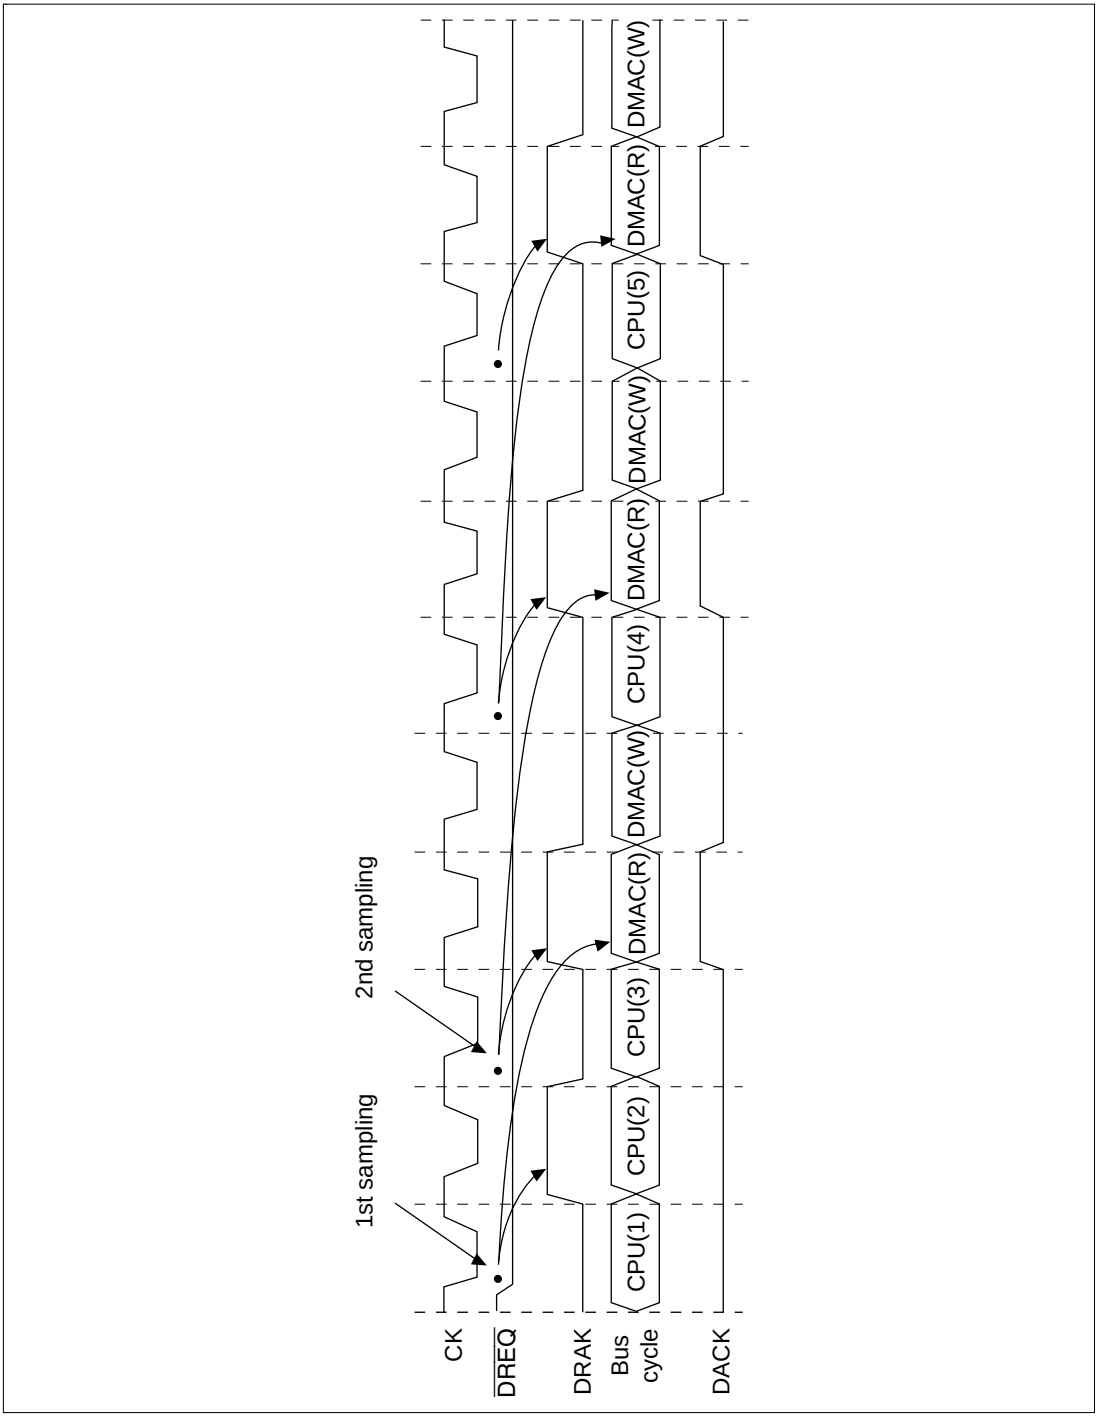

Figure 11.15 Cycle Steal, Dual Address, and Level Detection (Fastest Operation)
For example, DMAC transfer begins (figure 11.15), at the earliest, three cycles from the first sampling timing. The second sampling begins at the start of the transfer one bus cycle prior to the start of the DMAC transfer initiated by the first sampling (i.e., from the start of the CPU(3) transfer). At this point, if DREQ detection has not occurred, sampling is executed every cycle thereafter.
Figure 11.15 shows an example of output during DACK read and figure 11.16 an example of output during DACK write.